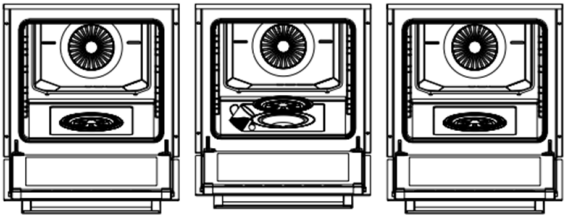

Figura 12 Figura 13 Figura 14
2. Abra la tapa del aparato (véase la figura 12). Retire la tapa del depósito de agua y llene el depósito (véase la figura 13). A continuación, cierre la tapa del depósito de agua (ver figura 14). Cierre la tapa del aparato y precaliéntelo durante 10 minutos. Después del precalentamiento, puede colocar los alimentos en el aparato.